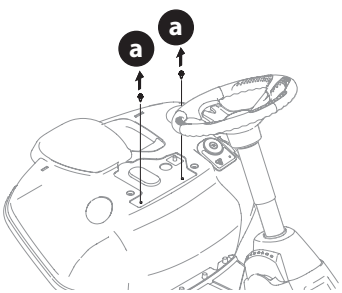

Figure 5
2. Retirez les deux vis autotaraudeuses (a) installées en usine sur la tondeuse à siège (Figure 5).